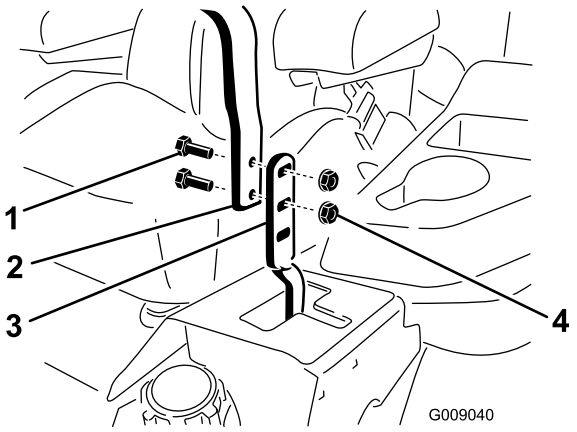

Figur 60
3. Løsne boltene og flensmutrene som fester håndtakene på spakene (Figur 60).